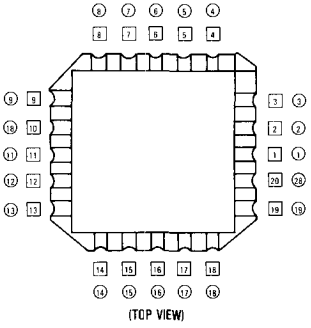
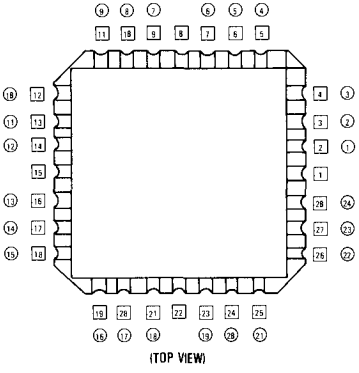

Figure 3: 20-Lead Pin-out for 20 Terminal Chip Carrier
Figure 4: 24-Lead Pin-out for 28 Terminal Chip Carrier
3. Devices requiring 20 connections in a 20 pad chip carrier, see Figure 3.
B. Twenty-eight (28) Lead:
1. Devices requiring f24 connections in a 28 pad chip carrier, see Figure 4.